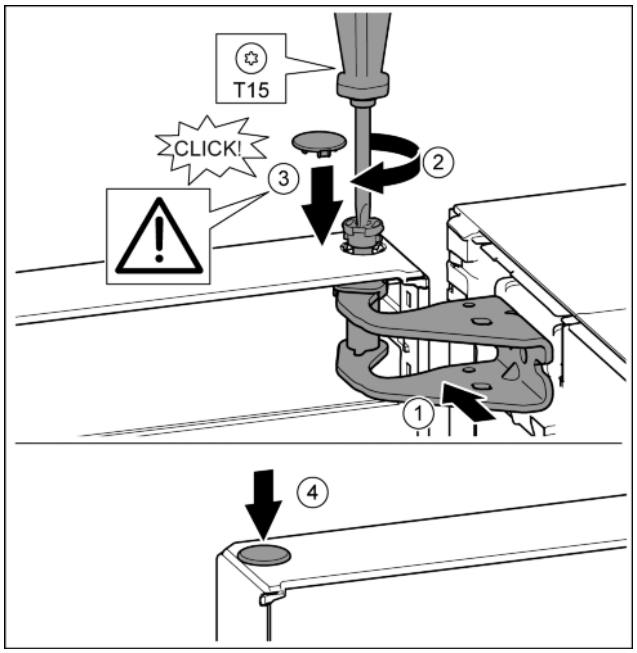

Fig. 17
- ▶ Align the top of the door with opening in the bearing bracket. *Fig. 17 (1)*
- ▶ Insert the bolt and tighten with a T15 screwdriver. *Fig. 17 (2)*
- ▶ Fit the protective cover to protect the door: Insert the protective cover and check that it is attached to the door. If not, insert the bolt fully. *Fig. 17 (3)*
- ▶ Insert the plugs. *Fig. 17 (4)*